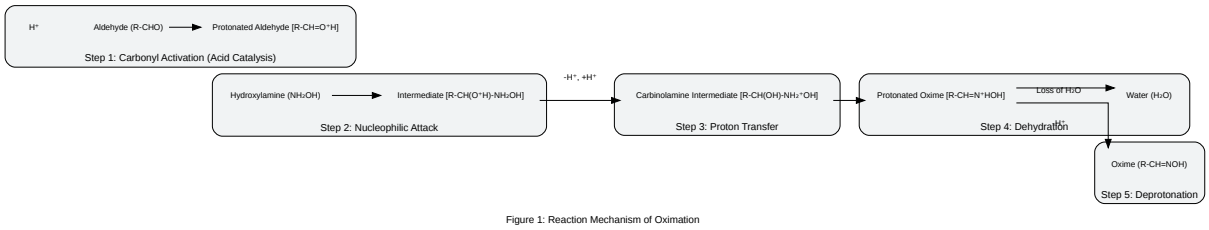

Figure 1: Reaction Mechanism of Oximation
Caption: Figure 1: Reaction Mechanism of Oximation
- At high pH (basic): There is insufficient acid to catalyze the dehydration of the carbinolamine intermediate (Step 4 in Figure 1), slowing the reaction significantly.